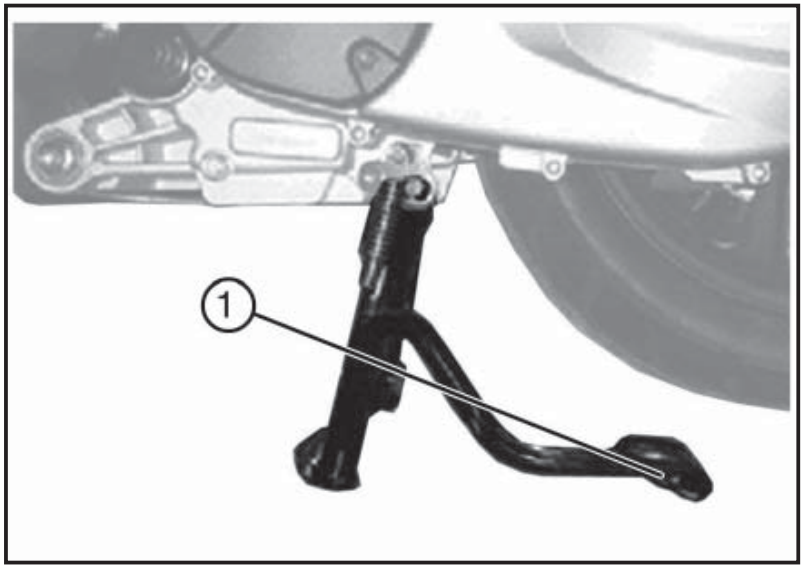

Fig. 01 QSI0031
4.21 CABALLETE CENTRAL (Fig. 01)